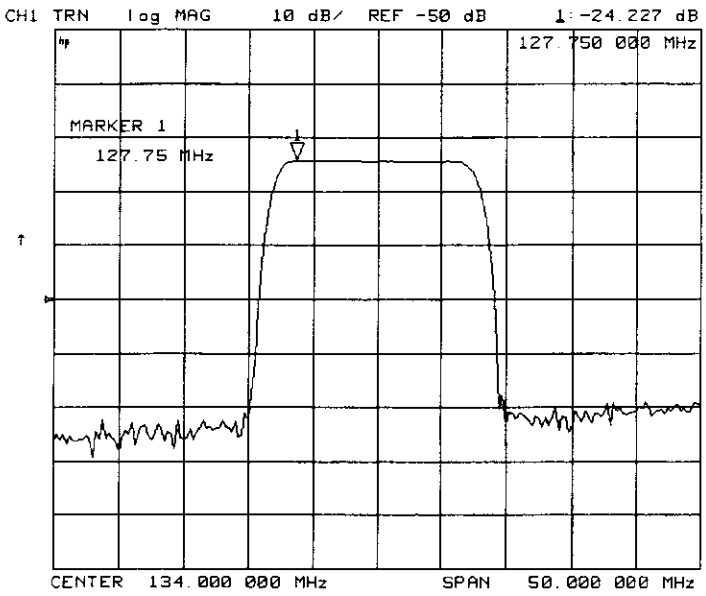

Figure 2-25. Example Magnitude Response Measurement Results
6. To locate the maximum amplitude of the device response, as shown in Figure 2-25, press: